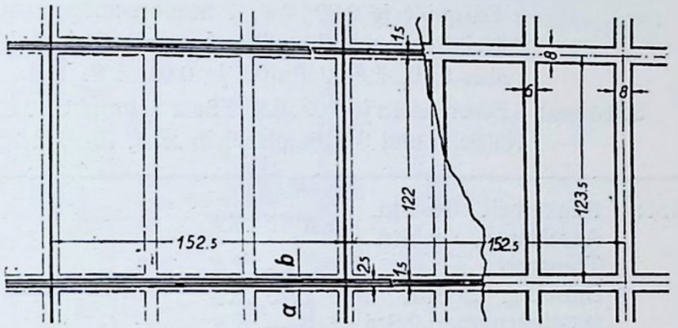

Abb. 77.
8. Berechne den **Lieferpreis für eine Wandverkleidung** nach folgenden Angaben (Abb. 77):
aufgeleimt. Das Durchbiegen der Platten wird durch zwei je 6 cm breite und 3 cm starke Leisten verhütet. (Siehe Abb. 77, 78a, b, c.)